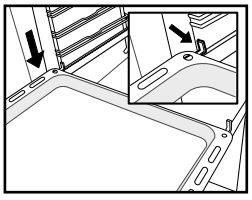

Fig. 5
5. Placera tillbehören på löparen *(fig. 5, 6)*.